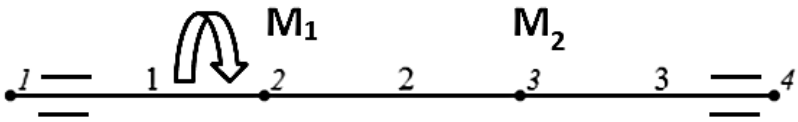

Рисунок 8.2 – Схема вала к задаче 5
5. Вал вращается равномерно. К валу приложен вращающий момент $\boldsymbol{M_1} = 7000$, Н·м, направленный по ходу часовой стрелки, если смотреть на вал слева (рисунок 8.2). Определить значение направления момента $\boldsymbol{M_2}$, Н·м. Построить эпюру крутящих моментов.